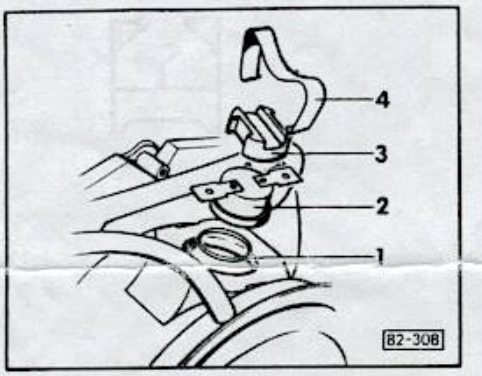

Fig. 2 Contrôleur de combustion – F 16
- Remplacement, fonction, contrôle – fig. 2